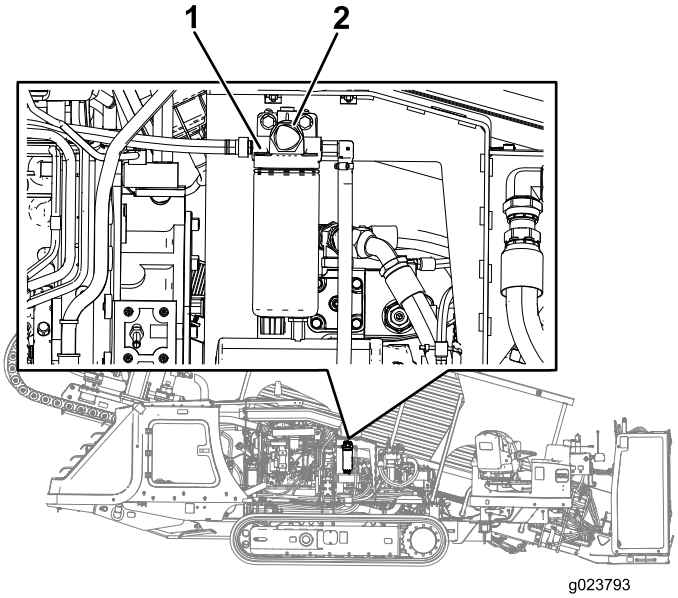

Figure 128
6. Localisez le bouton d'amorçage au sommet de l'adaptateur du préfiltre du filtre à carburant (Figure 128).
7. Appuyez brièvement sur le bouton d'amorçage plusieurs fois jusqu'à ce que vous sentiez une résistance lorsque vous enfoncez le bouton (Figure 128).
3. Placez des chiffons propres sous le préfiltre (Figure 128).
4. Desserrez les colliers et détachez le préfiltre des flexibles de carburant (Figure 128).
6. Branchez les flexibles sur le raccord du préfiltre et serrez les colliers (Figure 128).